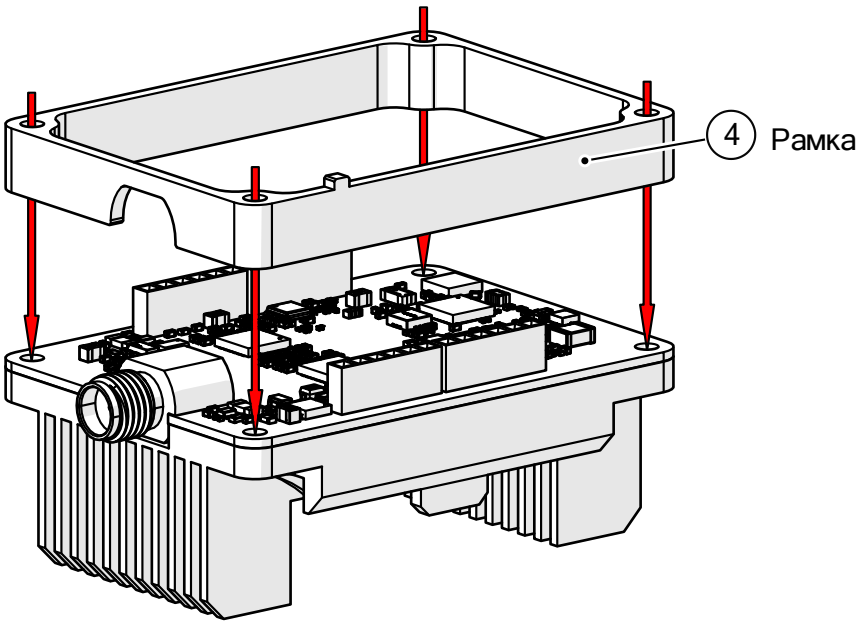

Рисунок 3
4.4. Встановити рамку (Рисунок 3).